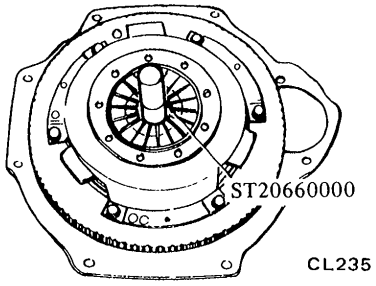

Fig. CL-2 Supporting clutch assembly
2. Insert Clutch Aligning Bar ST20660000 into clutch disc hub until it will no longer go. It is important to support weight of clutch disc in the steps that follow. See Figure CL-2.